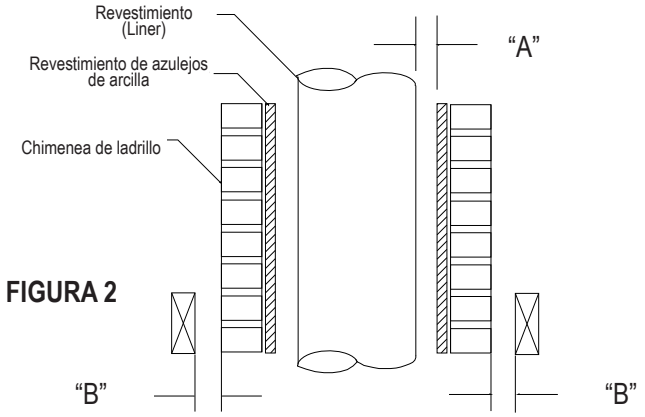

FIGURA 2
- Si la chimenea se construye dentro de la estructura, un mínimo de dos pulgadas de espacio de aire sin obstrucciones deben rodear la chimenea a cualquier material combustible. Si la chimenea está construida en el exterior de la estructura, en los EE. UU., de una pulgada (1/2 “ en Canadá) de espacio de aire sin obstrucciones debe mantenerse entre la chimenea y todos los demás materiales combustibles. Ver la Tabla 1 y la Figura 2.
- Este sistema esta aprobado en Canada y E.E.U.U. con una envoltura de aislamiento cerámica para reducir la separacion con material combustible solamente en el exterior de la chimenea de mamposteria. La separación entre la chimenea de mampostería y los materiales combustibles depende de la configuración de la instalación como se muestra en la Tabla 1 y la Figura 2.